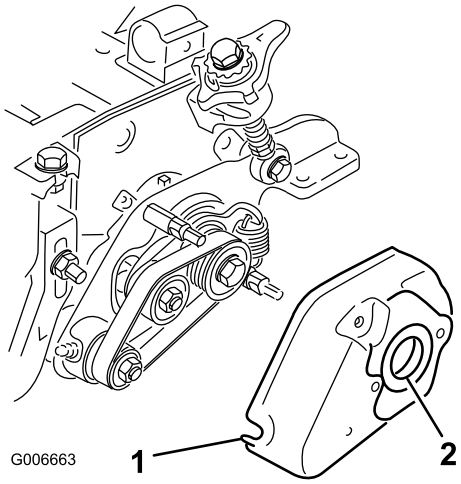

Figura 29
35. Instale la cubierta del acondicionador y fíjela con 2 tuercas con arandela prensada de 5/16" (Figura 29).
36. Aplique una película de grasa al interior del anillo de goma de la cubierta del acondicionador (Figura 29).